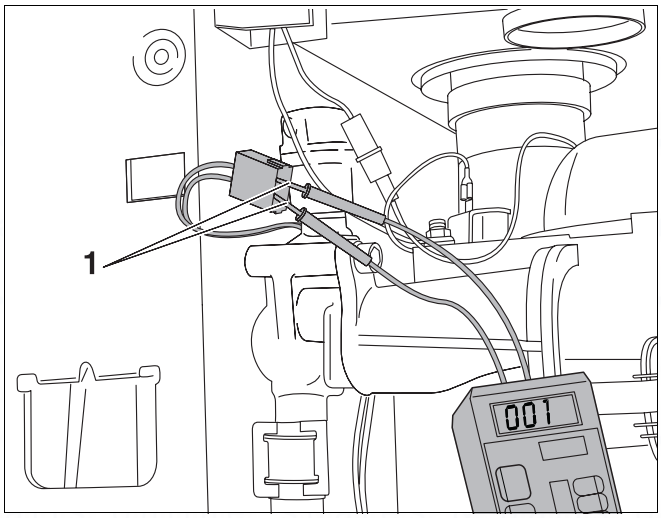

Fig. 67 600 - 11S / 19S / 24S / 24C: checking the safety sensor
- Measure resistance of sensor (fig. 67, item 1).